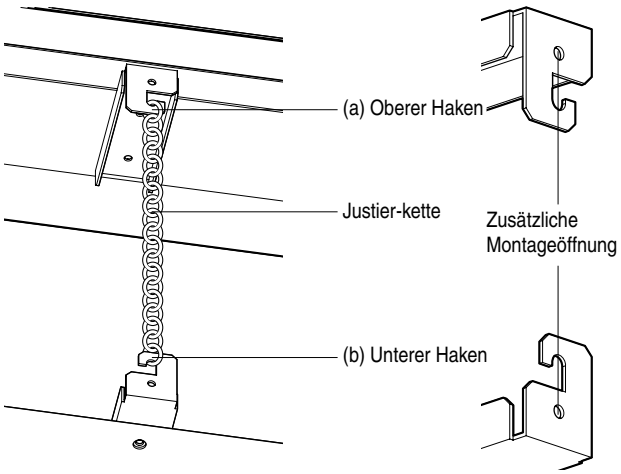

Abb.3 Abb.4
③ Setzen Sie die beiden übrigen Befestigungsschrauben ein und ziehen Sie alle vier Schrauben fest, bis die Versiegelung eine Stärke von 3 bis 5 mm aufweist.
① Bringen Sie äußere Ansauggitter an. Hinweise dazu erhalten Sie in der Montageanleitung des Ansauggitters.
② Haken Sie die vier Justierketten an der Oberkante des Ansaug-Gewebefilters ein, wie in Abb. 3 (a) gezeigt.
③ Wählen Sie ein Kettenglied, bei dem der Hohlraum zwischen Decke und Ansauggitter am geringsten ist.
④ Haken Sie die vier Justierketten mit dem jeweiligen Glied in der Unterkante des Ansaug-Gewebefilters ein, wie in Abb. 3 (b) gezeigt, und trennen Sie die überstehenden Kettenglieder mit einer Zange ab.